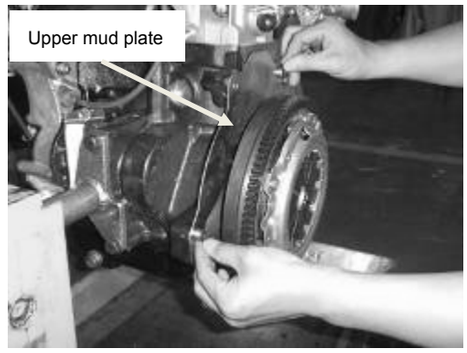

Figure 48
12. Fix upper mud plate (**See** Figure 48**,**Figure 49Figure 49)